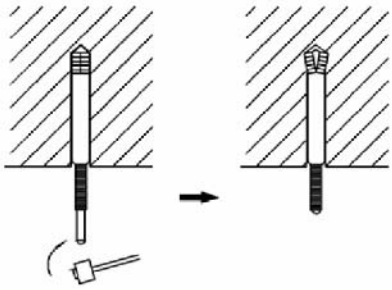

Abb. 28
(1) Dehnschraube M10 in die Bohrung stecken. Die Spindel hineinschlagen. Schraubenabstand siehe Zeichnung Innengerät. Montage der Dehnschraube siehe Abb. 28.